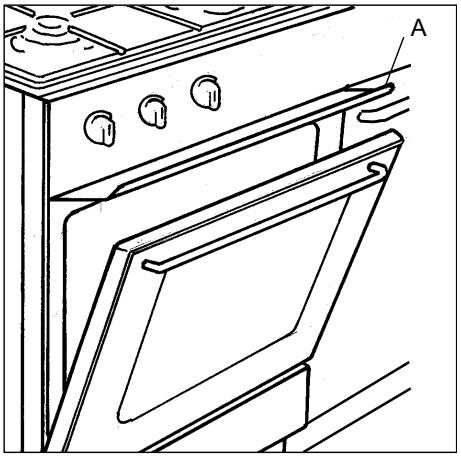

fig. 3
1. Ouvrez la porte du four et mettez le déflecteur « A » en place (fig. 3).